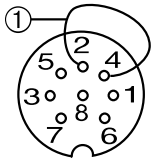

Bild 4-1: Pinbelegung BKS, Steckverbindung BTL
① Die Ausgänge des Wegaufnehmers sind potenzialfrei ausgeführt. Beim Anschluss an eine Steuerung mit nichtpotenzialfreien Eingängen kann es durch GND-Schleifen zu Störungen kommen. Dies lässt sich dadurch verhindern, dass die Potenzialtrennung im Wegaufnehmer aufgehoben wird, indem Pin 2 und 4 im Anschlussstecker miteinander verbunden werden (Bild 4-1).
② Durch die getrennten Ausgangstreiber kommt es zwischen Pin 3 und Pin 6 zu minimalen Spannungsunterschieden (konstanter Offset < 10 mV).
③ Nicht belegte Adern können auf der Seite der Auswertung/Steuerung mit GND verbunden werden, aber nicht mit dem Schirm.
④ Bezugspotenzial für Versorgungsspannung und EMV-GND!